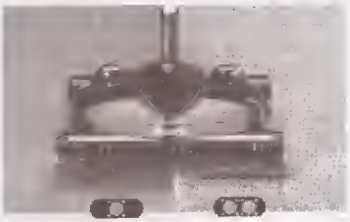

Fig. 10
4. Para cambiar la velocidad de la barredora, presione el botón de velocidad. Al presionarlo, la luz indicadora de velocidad cambiará. A baja velocidad se enciende una sola luz para pisos duros; dos luces para alfombras. (Fig. 10)